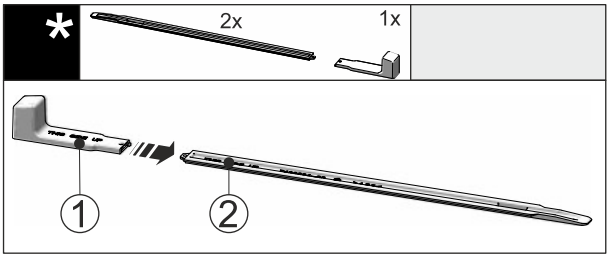

Fig. 54
▶ Вставьте монтажную ручку *Fig. 54 (1)* в выравнивающую рейку *Fig. 54 (2)*.